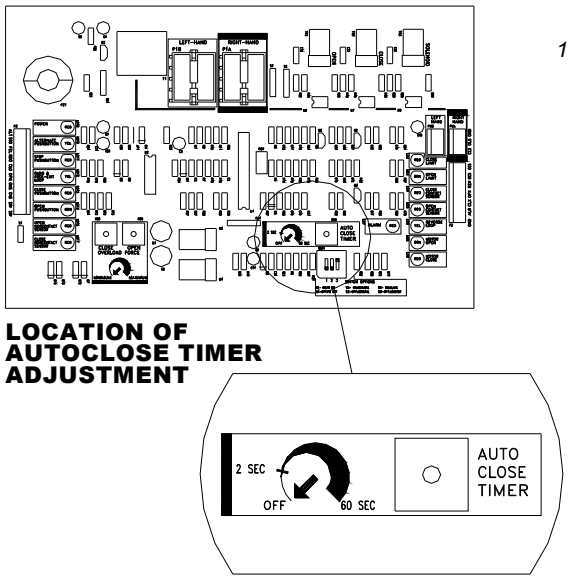

Figure 23: Location of Auto-Close Timer Adjustment
The Timer to Close is controlled by the setting of the "AUTO CLOSE TIMER" potentiometer on the control board, see Figure 23. When the pot is adjusted fully counter-clockwise the Timer-To-Close is disabled. Turning the pot approximately 1/4 turn clockwise will enable the Timer To Close function with a delay of approximately 2 seconds between the gate reaching the full open position and automatically closing. To increase the time delay continue to turn the pot in the clockwise direction to a maximum delay of 60 seconds (one minute).
2. If the TIMER TO CLOSE option has been selected, the timer will activate the gate to close within a maximum of 60 seconds depending on the setting of the TIMER TO CLOSE potentiometer (See Figure 23, Page 20).
To alter the amount of time that the close timer will hold the gate open, adjust the timer potentiometer located on the Control Board. See Figure 23, page 20.